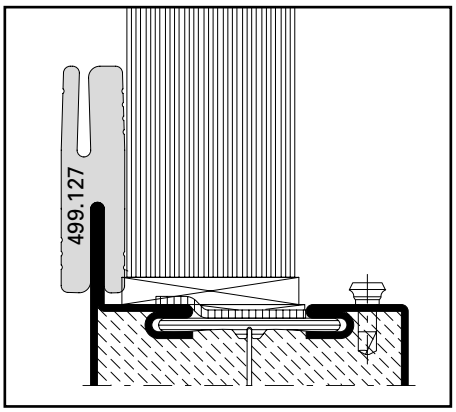

Abb. 22 / Fig. 22 / Fig. 22
- Positionner les pièces de distance 499.127 (8 à 12 pièces/vitre) fig. 22.
- Position the spacers 499.127 (8 to 12 pieces/pane) fig. 22.